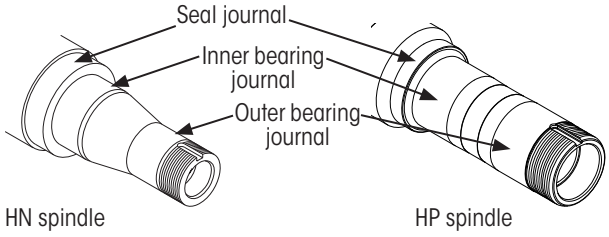

Figure 7: Spindle seal & bearing journals
2. **Inspect** machined spindle journals (Figure 7) for nicks, scratches, burrs or marks. If needed, use crocus cloth or emery cloth to repair any damaged areas.
1. Taking care not to damage the seal, **gently slide** the hub onto spindle until the seal is against the spindle seal journal (Figure 7).